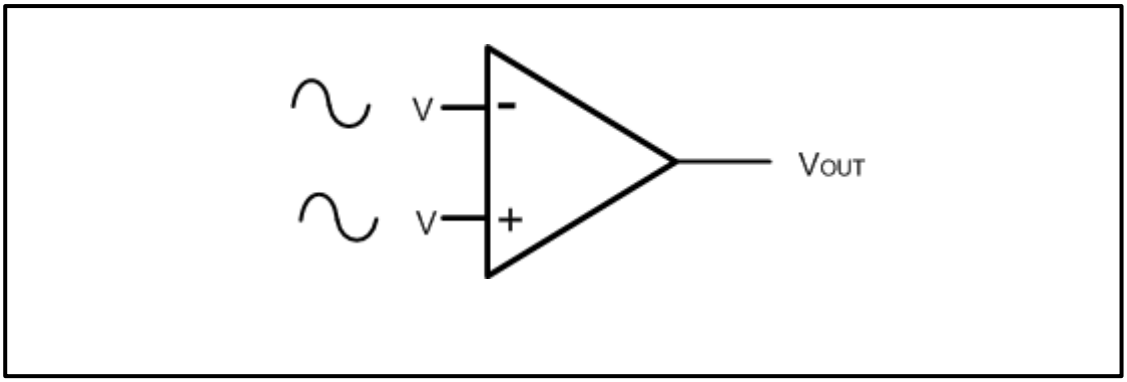

FIGURE 7.1: OP AMP (3)
7.6 Refer to FIGURE 7.1 and draw the output of the ideal op amp.